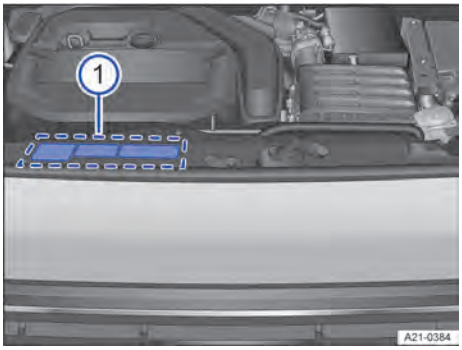

**Fig. 185** Ubicación del adhesivo con la norma y la viscosidad del aceite del motor (representación esquemática).
① Información de la norma del aceite del motor
② Información de la viscosidad del aceite del motor
El adhesivo con la norma del aceite del motor prescrita se encuentra en la parte delantera del vano motor, a un lado del desbloqueo del capó delantero → fig. 185 ①.